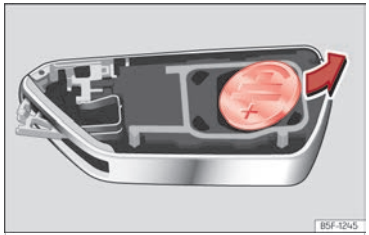

Fig. 72 Llave del vehículo: extracción de la pila.
- Extraiga la pila del compartimento con un objeto fino adecuado ››› fig. 72.